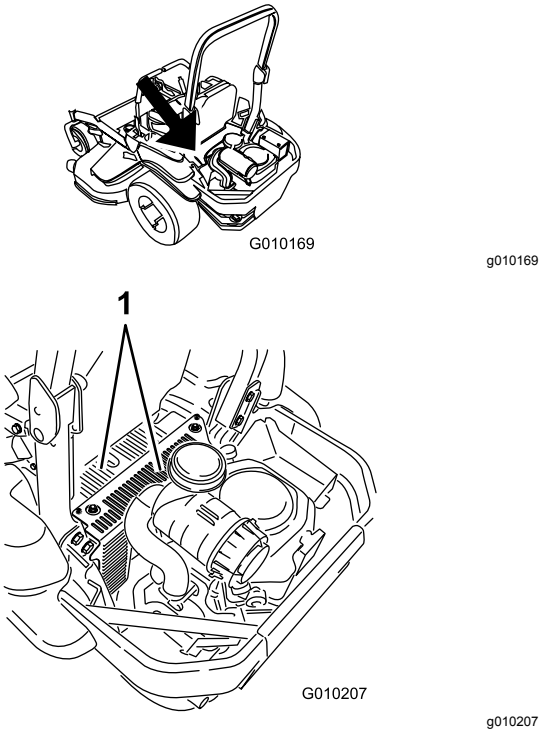

Figur 68
5. Fjern snavs og græs fra hydraulikenhedens afskærmninger (Figur 68).